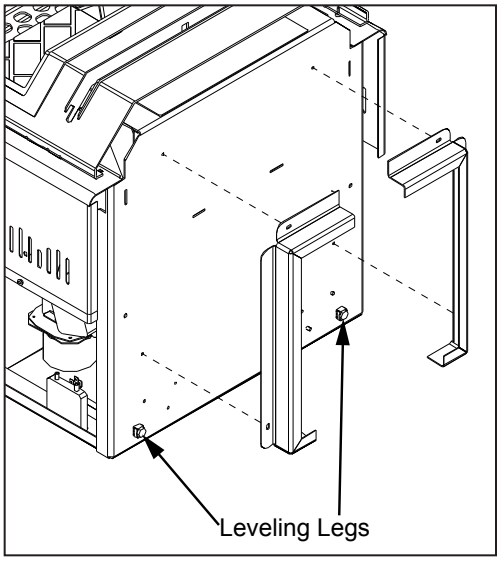

Figure 19: Installing Pedestal.
There are two parts to the Meridian insert pedestal and they can be found inside the hopper. Place unit on its back. Two (2) hex head screws are used on each side of the pedestal (refer to Figure 19). Using a 5/16" wrench or socket attach the pedestal to the bottom of the unit.